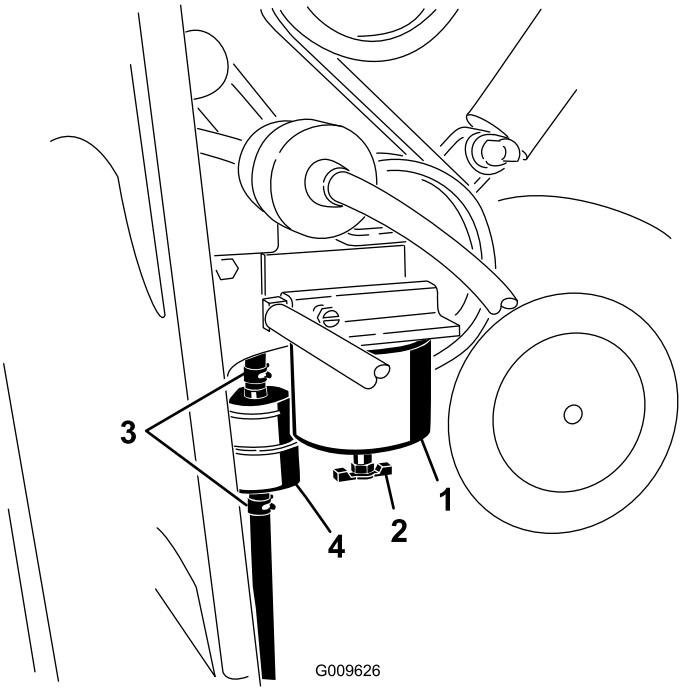

Figur 37
1. Placera en ren behållare under bränslefiltret som sitter på motorns högra sida (Figur 37).
2. Rengör området där filterskålen ska monteras (Figur 37).
3. Avlägsna filterskålen och rengör fästytan (Figur 37).
5. Montera filterskålen för hand tills packningen vidrör fästytan, och vrid sedan ytterligare ett halvt varv (Figur 37).
6. Det inbyggda filtret sitter bakom bränslefilterskålen (Figur 37). Kontrollera åt vilket håll flödespilen pekar. Pilen sitter på sidan av det inbyggda filtret.
7. Lossa klämmorna på det inbyggda filtrets ändar och skjut bort slangarna från det (Figur 37). Kasta bort filtret.
8. Skjut slangarna över änden på det nya filtret (Figur 37) och kontrollera att pilen på filtret pekar i samma riktning som på det gamla filtret.